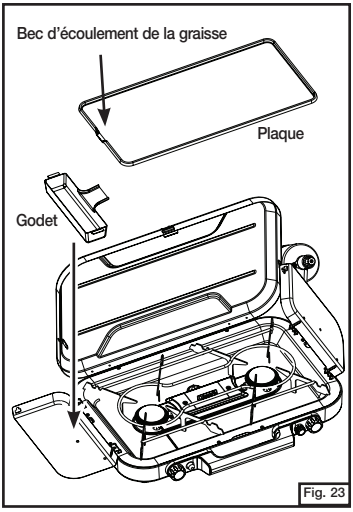

Fig. 23
- Centrez la plaque sur la grille porte-plats, en mettant le bec d'écoulement au-dessus du godet afin que celui-ci recueille la graisse (Fig. 23). Les pattes du dessous de la plaque doivent s'enclencher avec la grille porte-plats.